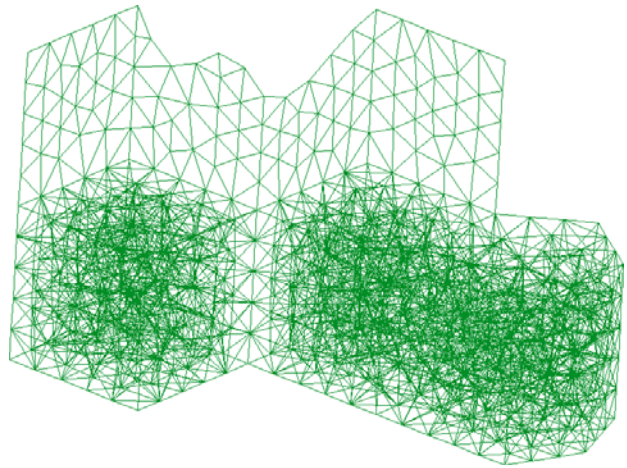

Figure 2. Generating the mesh by default.
4. The result is the mesh in Figure 2. There are various surfaces and volumes. By default, mesh generation in GiD obtains unstructured meshes of triangles on surfaces and tetrahedra on volumes.